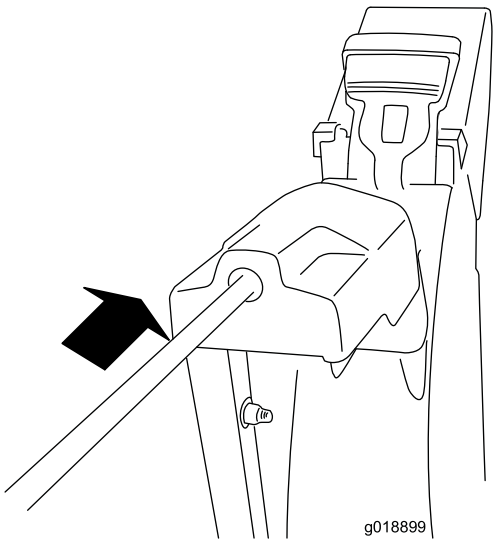

Rysunek 10
2. Umieść przedni koniec drążka w otworze w tylnej części osłony przekładni tunelu wyrzutowego, aż wsunie się do przekładni (Rysunek 10).